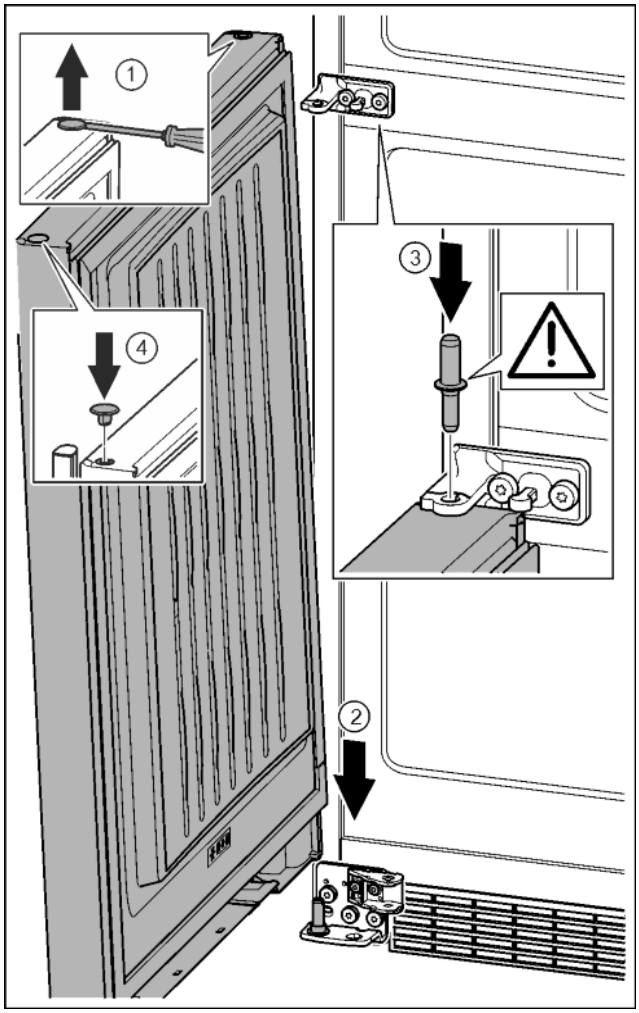

Fig. 40
▶ Soulever délicatement le bouchon avec un tournevis plat et le sortir. *Fig. 40 (1)*
▶ Mettre la porte par le haut sur l'axe de palier inférieur. *Fig. 40 (2)*
▶ Mettre en place l'axe de palier du milieu à travers le support de palier du milieu dans la porte inférieure. Veiller à ce que l'ergot d'enclenchement soit orienté en arrière. *Fig. 40 (3)*
▶ Remettre en place le bouchon de l'autre côté de la porte. *Fig. 40 (4)*